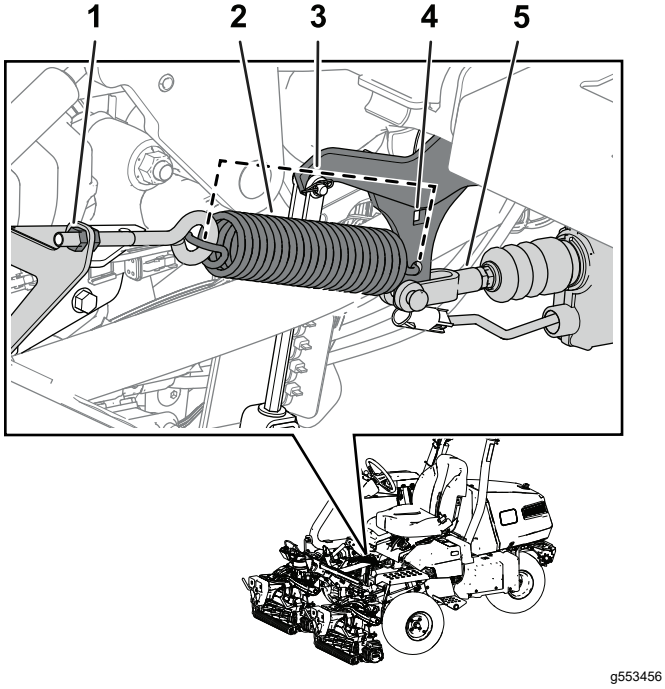

Bild 38
Hinweis: Weitere Informationen zu dieser Vorgehensweise finden Sie auf Bild 38.
3. Bereiten Sie den Betrieb vor, indem Sie die Ösenmutter auf eine Federlänge von 19,5 cm festziehen, wenn sie installiert ist (Bild 38).